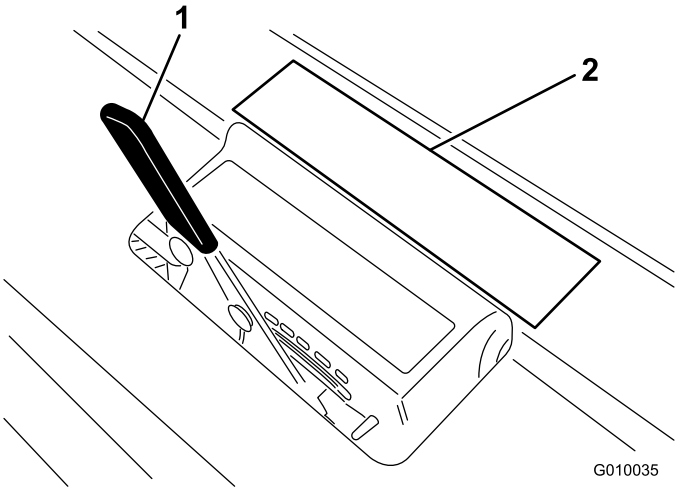

Figur 27
2. Lägg luftarpinnen på dekalen för luftarpinnsdjup (Figur 27) med en ände i höjd med det önskade luftningsdjupet (se luftarpinnsillustrationen på dekalen).